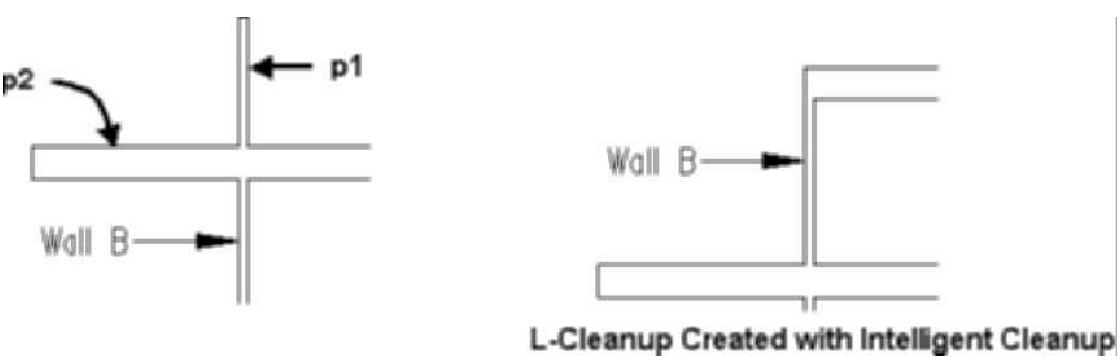

FIGURE 2.36 *Applying Intelligent Cleanup to walls*
12. In this step you will perform an L-Cleanup using Intelligent Cleanup. Select **Wall B** at **p1**, as shown in Figure 2.36, and choose **Intelligent Cleanup** from the Cleanup panel of the Wall tab. Respond to the workspace prompts as shown below:
`Select the second wall: (Select the wall at p2 as shown in Figure 2.36.)`
`(Wall trimmed as shown at the right in Figure 2.36. Press ESC to clear selection.)`